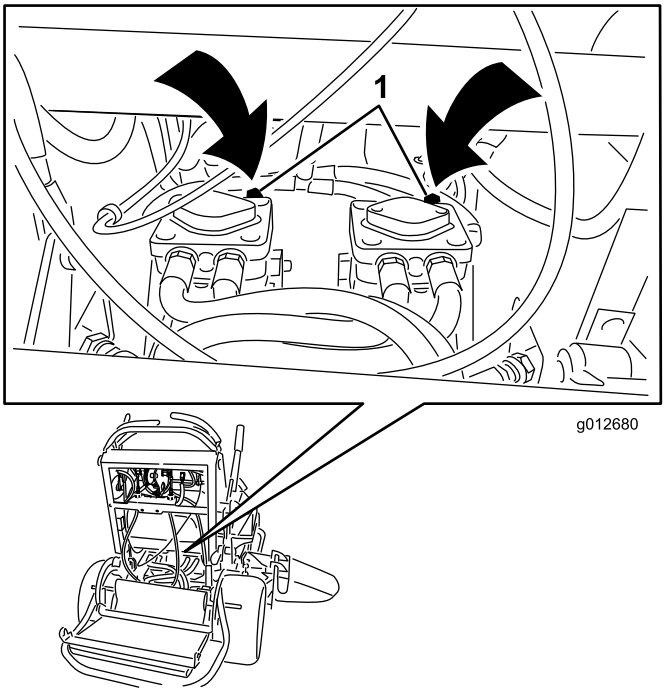

**Figuur 25**
3. Open de omloopventielen op beide pompen door deze 1 tot 2 slagen linksom te draaien. Hierdoor kan de hydraulische vloeistof langs de pomp worden geleid en kunnen de wielen draaien (Figuur 25).